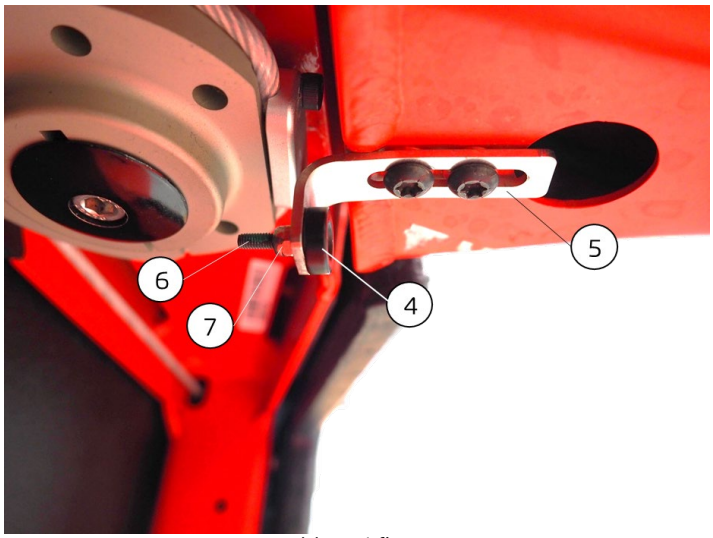

Abb. 3 / fig. 3
Den Magnet ④ an dem Schließblech ⑤ mit der Senkkopfschraube M3x16 ⑥ und der Mutter M3 ⑦ befestigen (Abb. 3).
Fasten the magnet ④ to the strike plate ⑤ with the countersunk screw M3x16 ⑥ and the M3 nut ⑦ (Fig. 3).